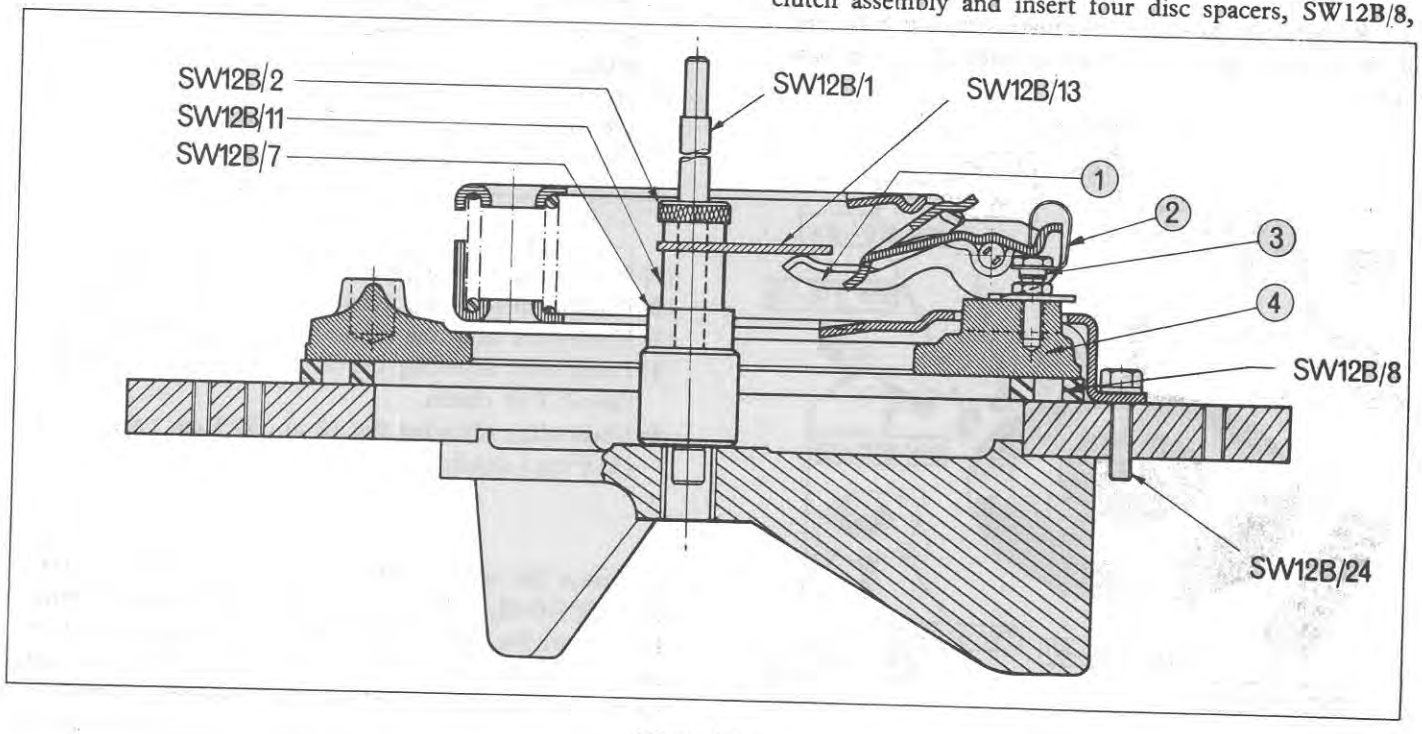

Figure 28
between the pressure plate and the base of the tool, Figure 28. Fully tighten the cover to base plate securing bolts SW12B/24.
10. Move the gauge finger over the inner end of each release lever, Figure 28, and adjust the height of each release lever so that it just touches the gauge finger. As the adjusting screws, Figure 28, were screwed fully into the pressure plate during initial assembly, it will now be necessary to screw them back in order to bring the release levers up to the gauge finger.
12. Install one of the "C" shaped release lever retainer clips over the outer end of each release lever and at the same time push the slotted end of the clip down and move it inward to locate around the adjusting screw. Ensure that the clip seats correctly on the underside of the screw head, Figure 28.